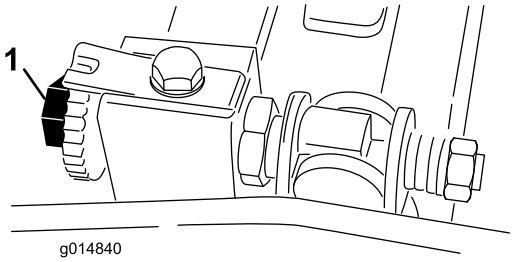

Figuur 46
3. Draai de messenkooi zodanig dat een mes de rand van het ondermes kruist tussen de eerste en de tweede schroefkop van het ondermes aan de rechterkant van de maai-eenheid (Figuur 46).
6. Draai aan de rechter afstelschroef van de ondermesbalk tot u een lichte druk (weerstand) voelt als u de afstandsring heen en weer schuift (Figuur 46).